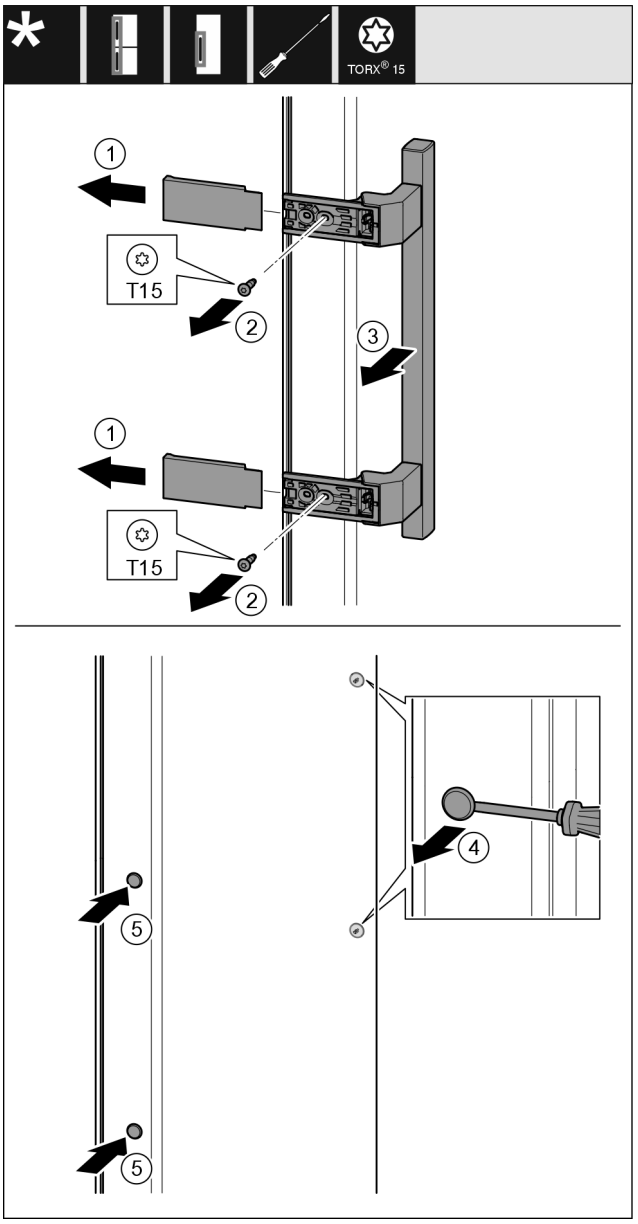

Fig. 8
- ▶ Træk afdækningen af. *Fig. 8 (1)*
- ▶ Skru skruerne af med en Torx 15-skruetrækker. *Fig. 8 (2)*
- ▶ Tag grebet af. *Fig. 8 (3)*
- ▶ Løft forsigtigt sideproppen af med en kærvskruetrækker, og træk den ud. *Fig. 8 (4)*
- ▶ Indsæt proppen igen på den anden side. *Fig. 8 (5)*